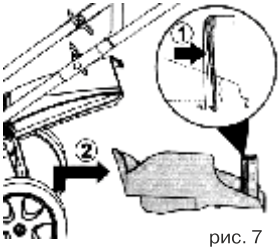

рис. 7
1. Поднять крышку (17) и подвесить травосборник на продольную ось при помощи двух крючков.
2. Отпустить крышку (17).Рис.7а
Поднять заднюю крышку и удалить мульчирующий клин (разблокировать его в корпусе и удалить) (рис.7).